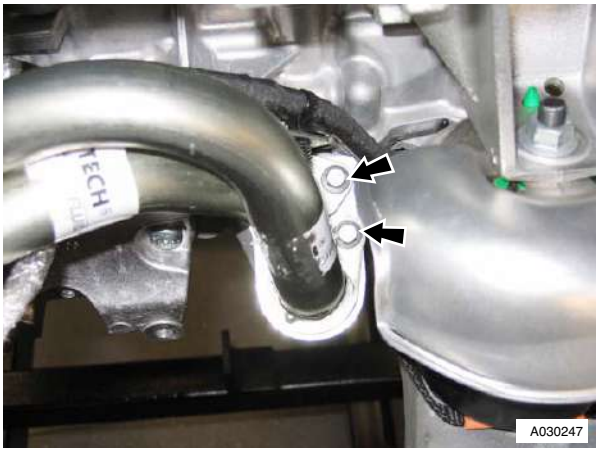

Figure 9
20. Remove bolts (x2) securing inlet and outlet oil pipes to sump (see Figure 9).